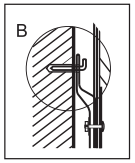

Рис. 5
1. Определите точки для отверстий под распорные болты с крюками (определяются в соответствии со спецификацией прибора, который вы выбрали). Просверлите в стене два отверстия соответствующей глубины с использованием сверла, подходящего по размеру под распорные болты, прилагаемые к водонагревателю, вставьте винты, поверните крюк вверх, плотно затяните гайки и затем повесьте электрический водонагреватель на эти крюки (см. рис. 5).